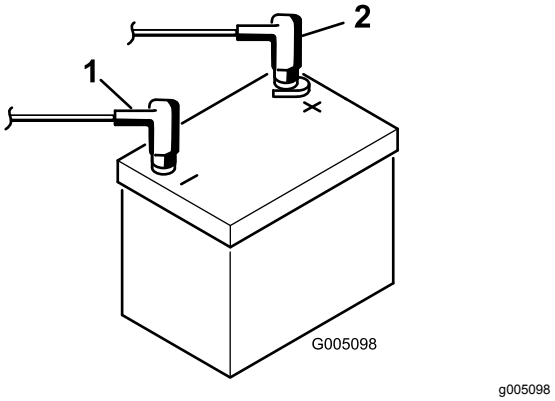

Figur 7
9. Koble den positive kabelen (rød) til den positive (+) polen og den negative kabelen (svart) til den negative (-) polen, og fest dem med bolter og mutre (Figur 7). Skyv gummihetten over den positive polen for å forhindre muligheten for kortslutning.